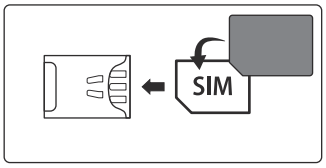

Fig. 48
1. Viewing the back of the GSM module place the nano SIM on the SIM icon, with the SIM contacts facing down and following the SIM orientation, as shown in **Fig.48**.